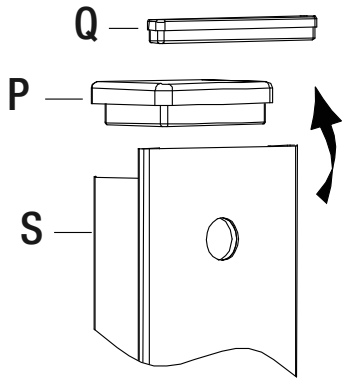

Fig.3
- Remove the top cover (P) and the stainless steel cover (Q) from the shower column (S), see Fig. 3.